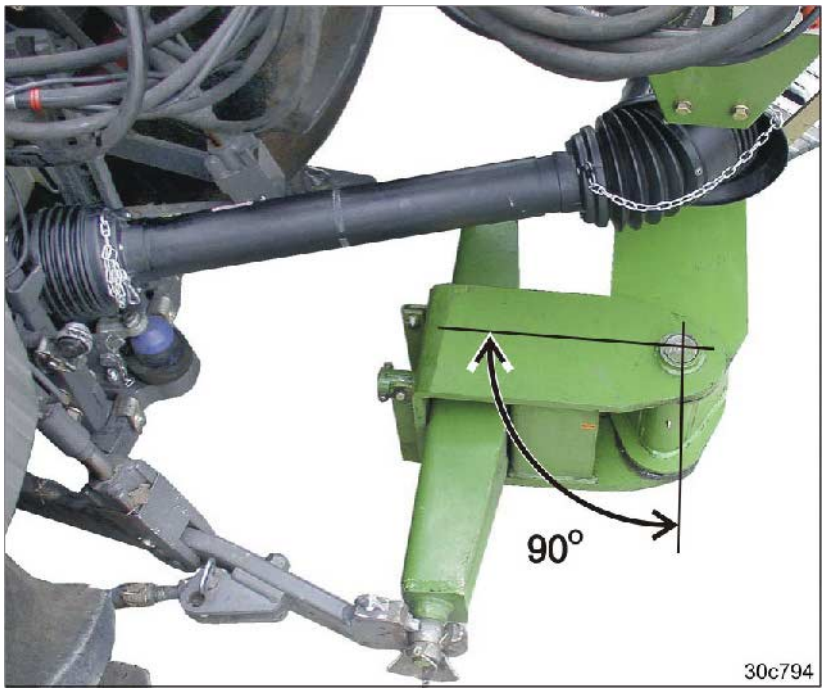

Fig. 127
4. Amenez le tracteur et à la machine lentement en situation de virage à 90° (voir Fig. 127). Arrêtez immédiatement l'opération si une collision menace.